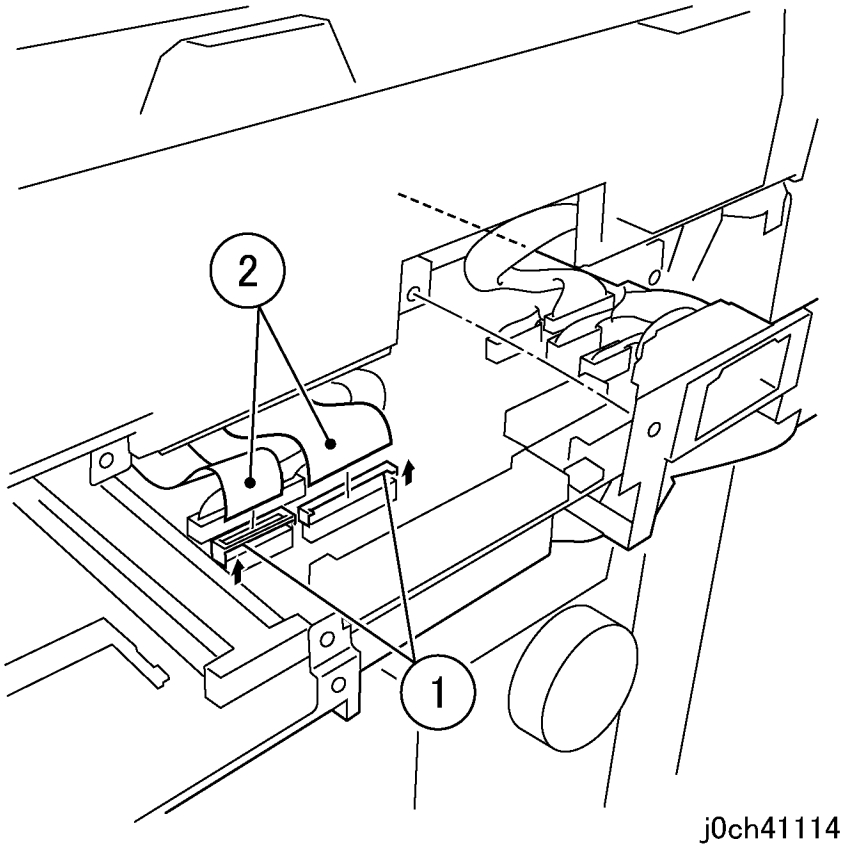

Рисунок 6 Отсоединение кабелей (j0ch41114)
7. Отсоедините кабель интерфейса NBCR/кабель питания NBCR (рисунок 6).